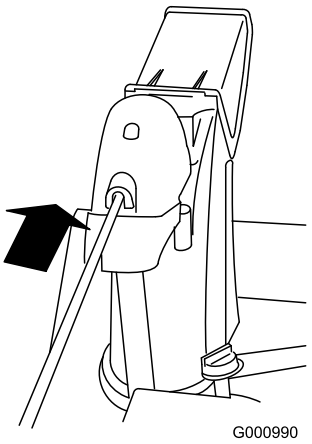

**Figur 15**
4. För in stångens främre ände i öppningen bakpå kåpan som sitter över kugghjulet på utkastaren tills den glider in i kugghjulet (Figur 15).